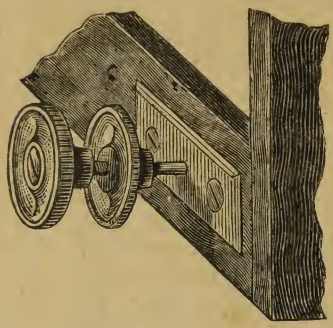

Fig. 25.
bouton F qui fixe la tige de la crémaillère (fig. 25) (1). On vérifie ensuite que les vis qui retiennent la planchette d'objectif et l'avant de la chambre, sont bien serrées.